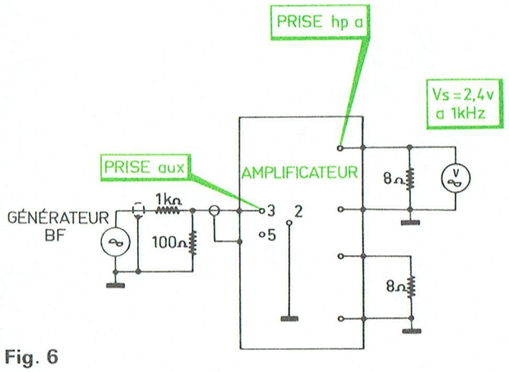
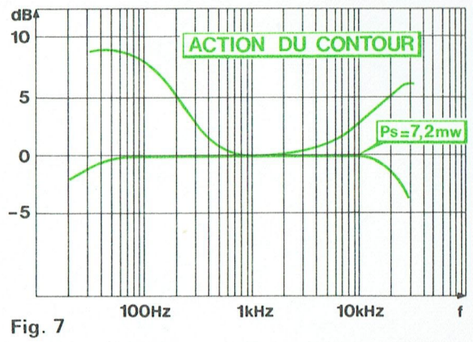

Fig. 6
Fig. 7
4° - Action du contour (Fig. 6 - Fig. 7)
- La courbe relevée est représentée sur la Fig. 7.